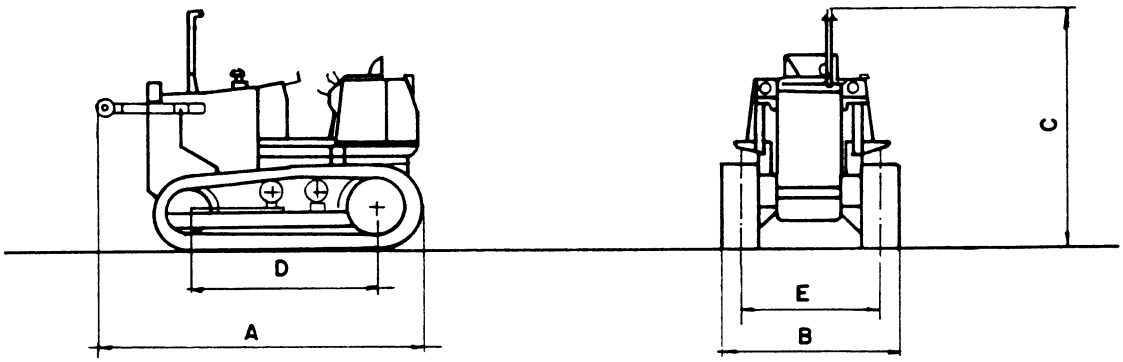

FIG. 1-3 BASIC TRACTOR DIMENSIONS
1.9.1 BASIC TRACTOR (FIG. 1-3)